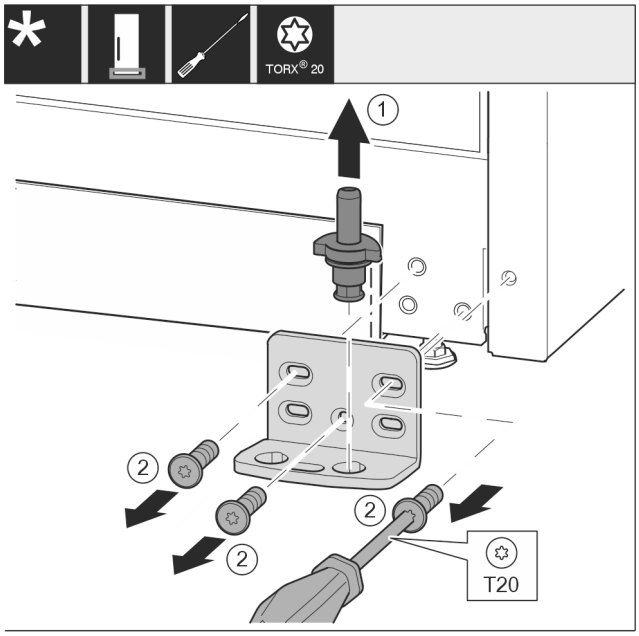

Fig. 15
- ▶ Pull the bearing bolt *Fig. 15 (1)* out upwards completely.
- ▶ Use screwdriver to unscrew the screws *Fig. 15 (2)* and remove the swap bearing block.